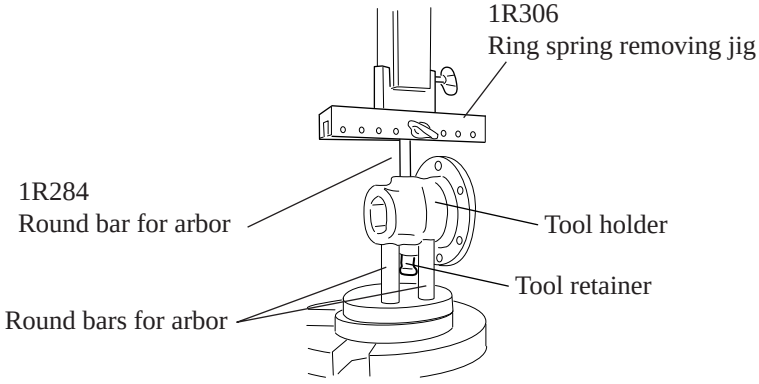

Fig. 17
(1) Hold tool holder with 2 pcs. of round bars for arbor. Using 1R284 "round bar for arbor" and 1R306 "Ring spring removing jig", separate tool retainer from tool holder by pressing with arbor press. See Fig.17.